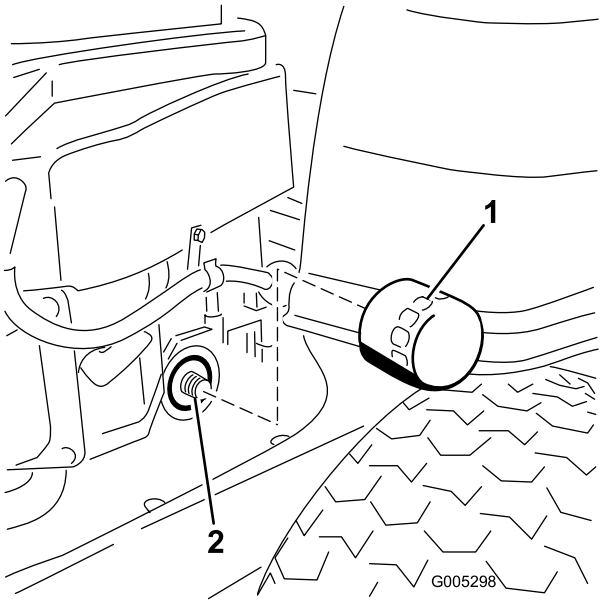

Figura 34
10. Individuate il filtro dell'olio sul lato destro del motore. Togliete il filtro vecchio e tergete l'adattatore con uno straccio pulito (Figura 34).
12. Montate il nuovo filtro dell'olio sull'adattatore. Girate il filtro in senso orario finché la guarnizione di gomma non tocca il cuscinetto, quindi serrate il filtro di un altro 3/4 o un giro (Figura 34). Tergete l'olio superfluo presente sul telaio.